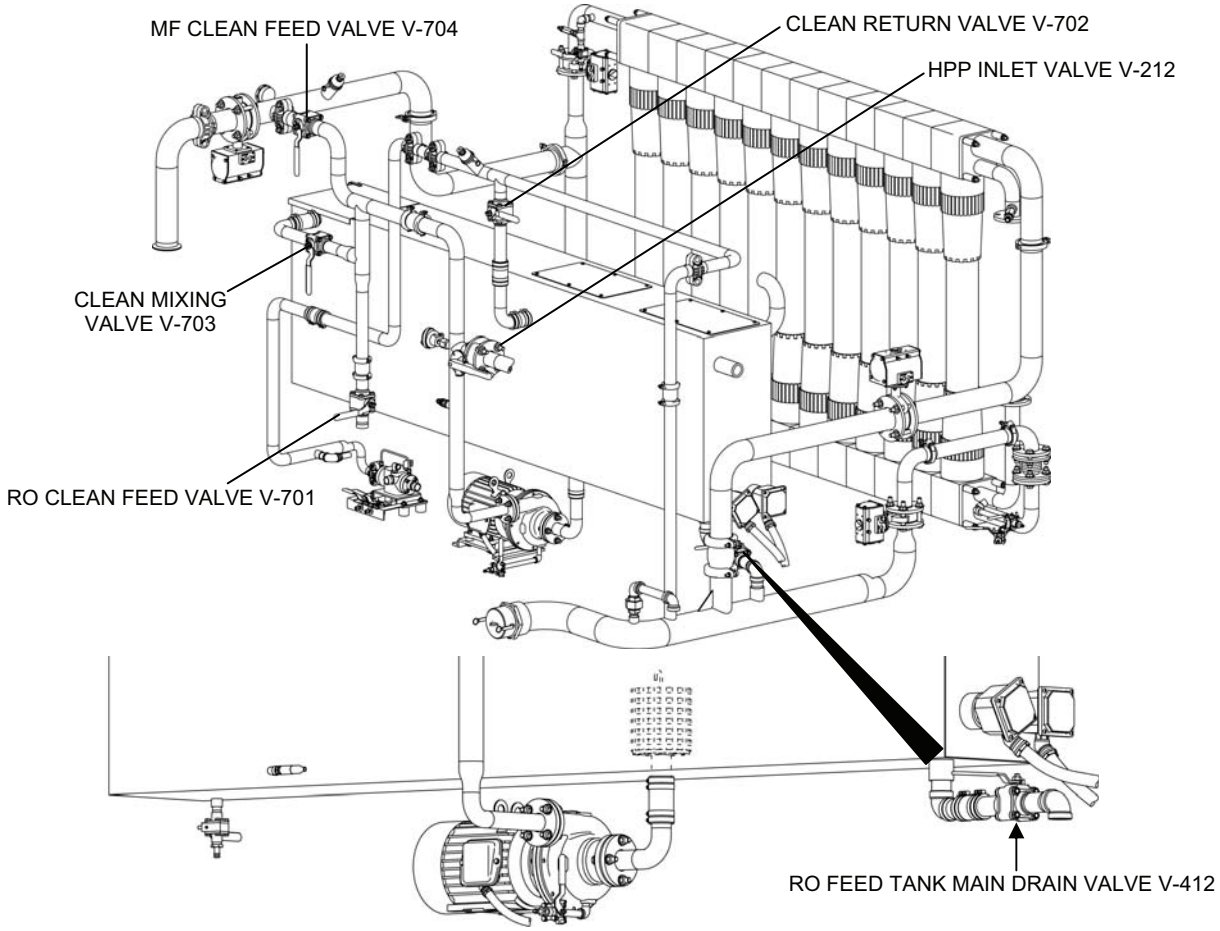

Figure 4. Valves for Preparing Water for MF Preservation Flush.
3. Prepare water for MF preservation solution as follows (Figure 4):
7. Set valves to flush the high pH solution through the MF modules and out the waste hose into the cleaning waste storage tank as follows (Figure 2 and Figure 4):